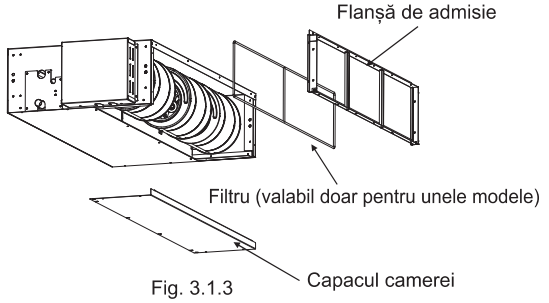

Fig. 3.1.3
(1) Scoateți flanșa laterală de admisie, apoi scoateți capacul camerei. Consultați Fig. 3.1.3 pentru instrucțiuni.